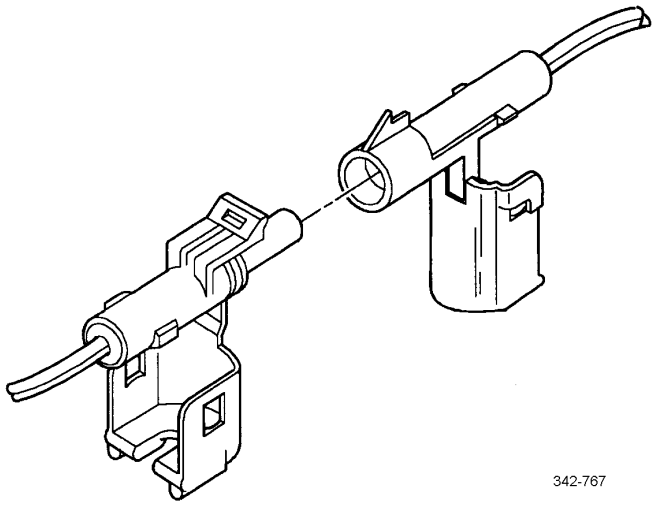

Figure 10. Unlatched Secondary Lock.
(1) Disengage locking tang securing connector bodies to each other. Grasp one half of connector in each hand and gently pull apart.
(2) Unlatch and open secondary lock on connector (Figure 10).